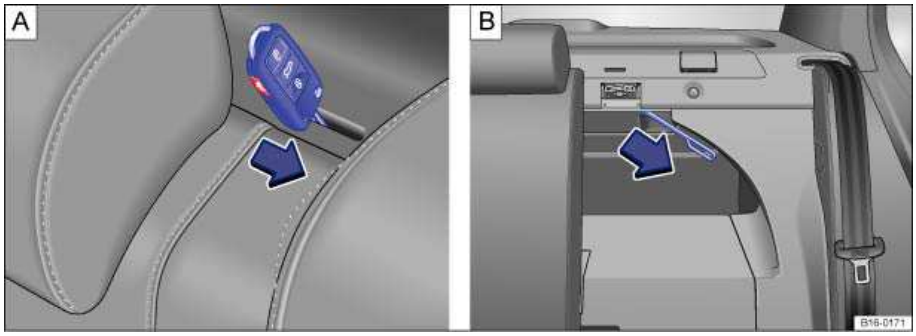

Fig. 162 Behind the rear seat backrest: Release of the rear seat back.
- To release the rear seat backrest, insert the vehicle key into the slot in the shelf behind the rear seat backrest ⇒ fig. 162 **A** and push in the direction of the arrow.
- Pull the loop ⇒ fig. 162 **B** in the direction of the arrow and pull the second part of the rear seat backrest forward.